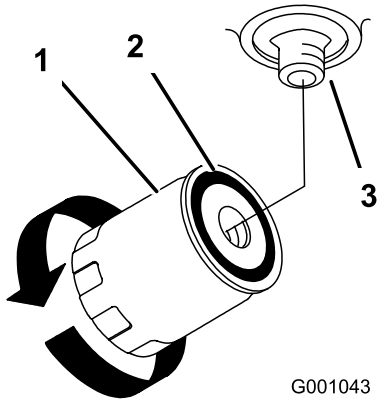

Figur 74
7. Påfør et tyndt lag på gummipakningen på det nye filter (Figur 74).
oliefilteret med uret, indtil gummipakningen berører filteradapteren. Stram dernæst filteret yderligere 1/2 omgang (Figur 74).